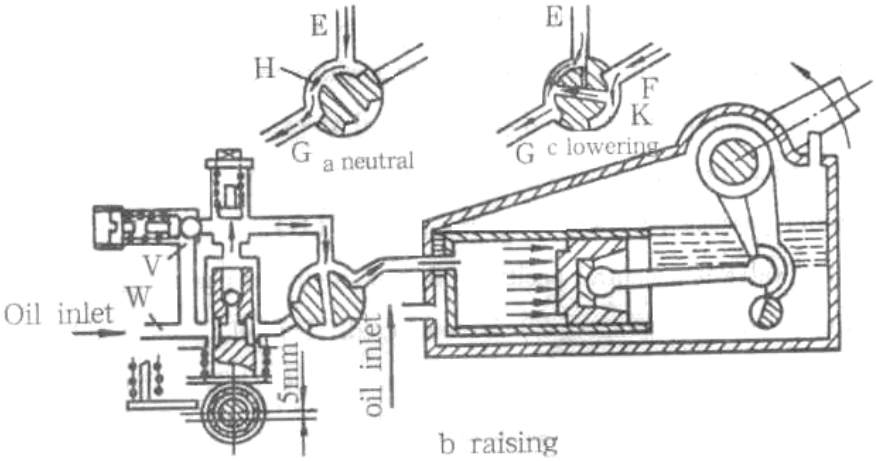

Рис. 3-26. Принцип работы гидравлической системы.
Контрольный клапан имеет 3 положения: опускания, поднимания и нейтральное (рис.3-26) для управления потоком масла (E), потоком цилиндра (F) и обратным потоком (G).